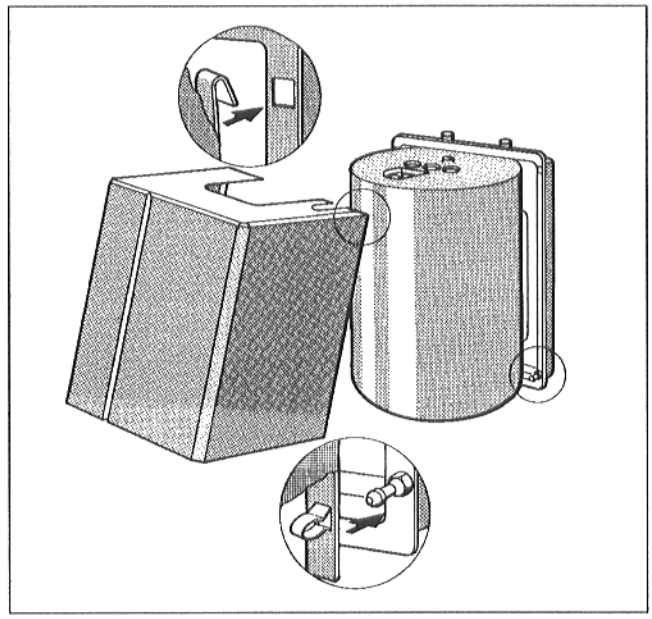

Afb. 10
- Bevestigingsoog van de aardingskabel aanbrengen en kruiskopschroef vastdraaien (Afb. 10).
- Mantel weer monteren (Afb. 10).